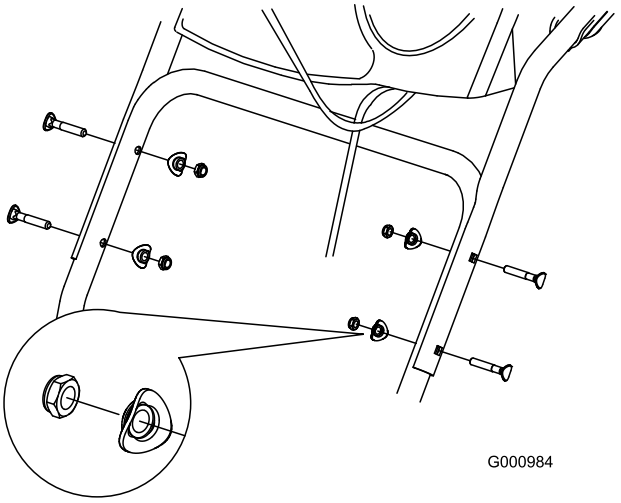

Рисунок 4
2. Закрепите верхнюю рукоятку четырьмя болтами, четырьмя изогнутыми шайбами и четырьмя контргайками из комплекта крепежных деталей (Рисунок 4).